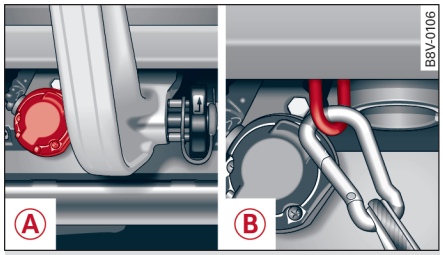

图 195 后保险杠部位：挂车插座 Ⓐ，挂车绳固定装置 Ⓑ
- 将保险杠下面的插座向下翻，以便连接拖车电缆 Ⓐ⇨ *图 195*。
如果将一部拖车连接到本车上，请将拖车的拖车绳挂入拖车绳固定装置 [1] Ⓑ ⇨ *图 195*。在没有挂车绳固定装置的汽车上，必须通过球节牵引杆敷设保险绳。